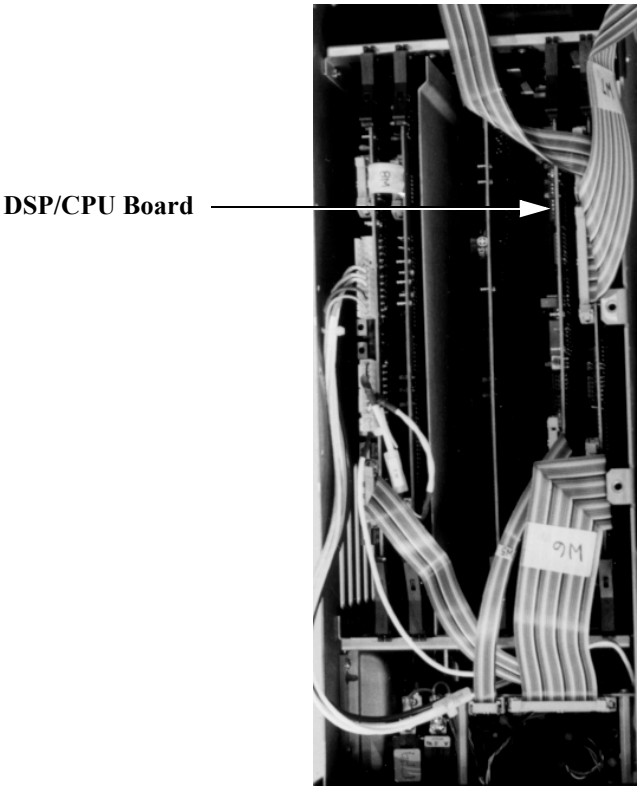

Figure 4.36 DSP/CPU Board
Note the location of the DSP/CPU Board in Figure 4.24 on page 4-49 and in Figure 4.36 below. Take the following steps to replace it:
1. If it has not already been done, remove the card cage cover. See ”Removing the Card Cage Cover” on page 4-48. The DSP CPU Board will be visible as in Figure 4.36.